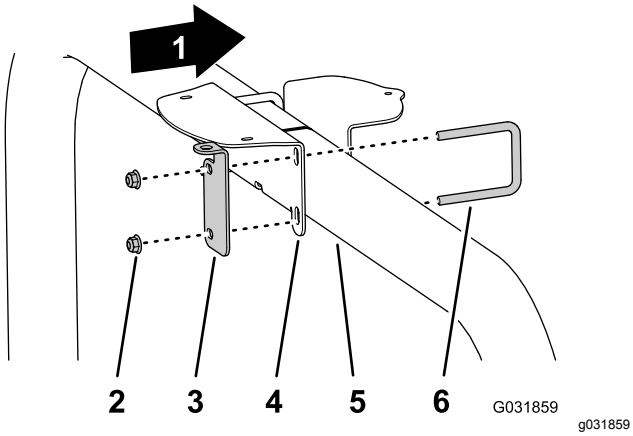

Figur 144
- Om maskinen har GNSS och CDMA- eller GSM-RTK-korrigeringsmodemsatsen monterar du mottagarfästet och RTK-antennfästet på vältskyddsröret (Figur 144) med de två U-skruvarna och fyra flänslåsmuttrarna (3/8 tum).